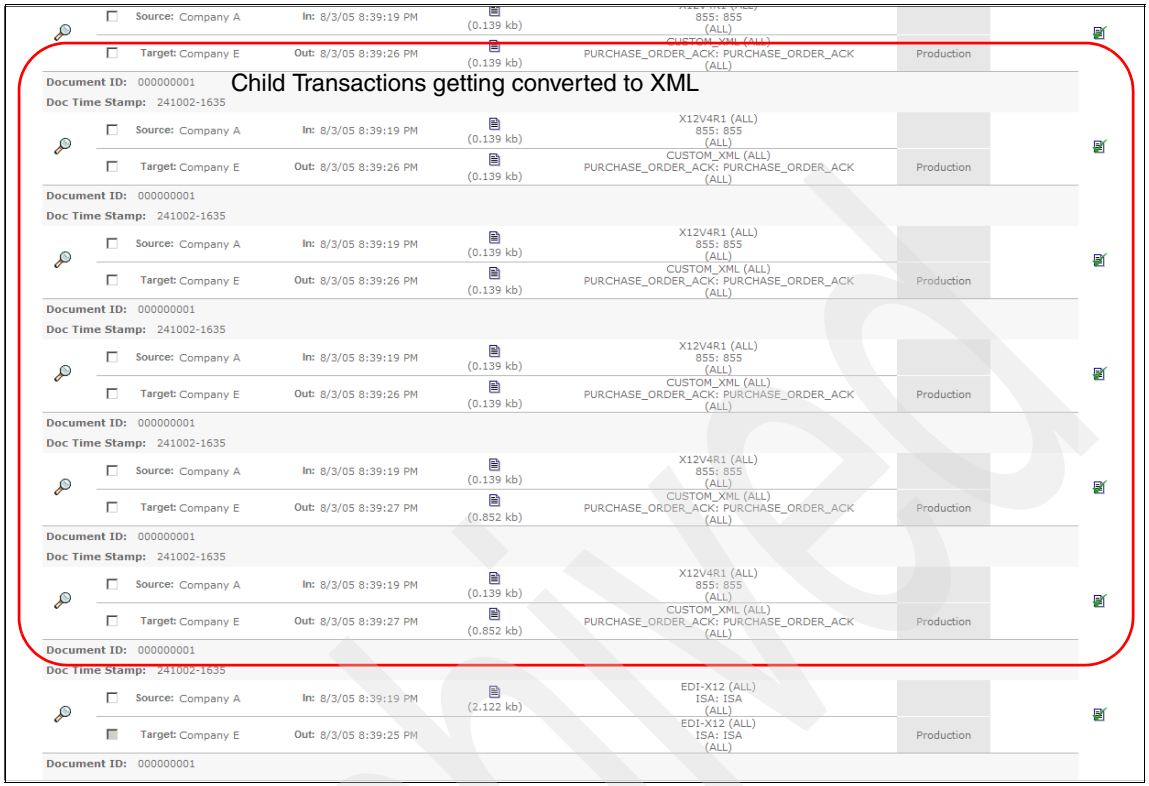

Figure 19-62 EDI-X12 PO Ack with multiple transactions routed
6. For the same scenario, when the input document consists of more than one transaction and is posted from Company A to Company E, we see the following output in the Company E document viewer (Figure 19-62 on page 691).